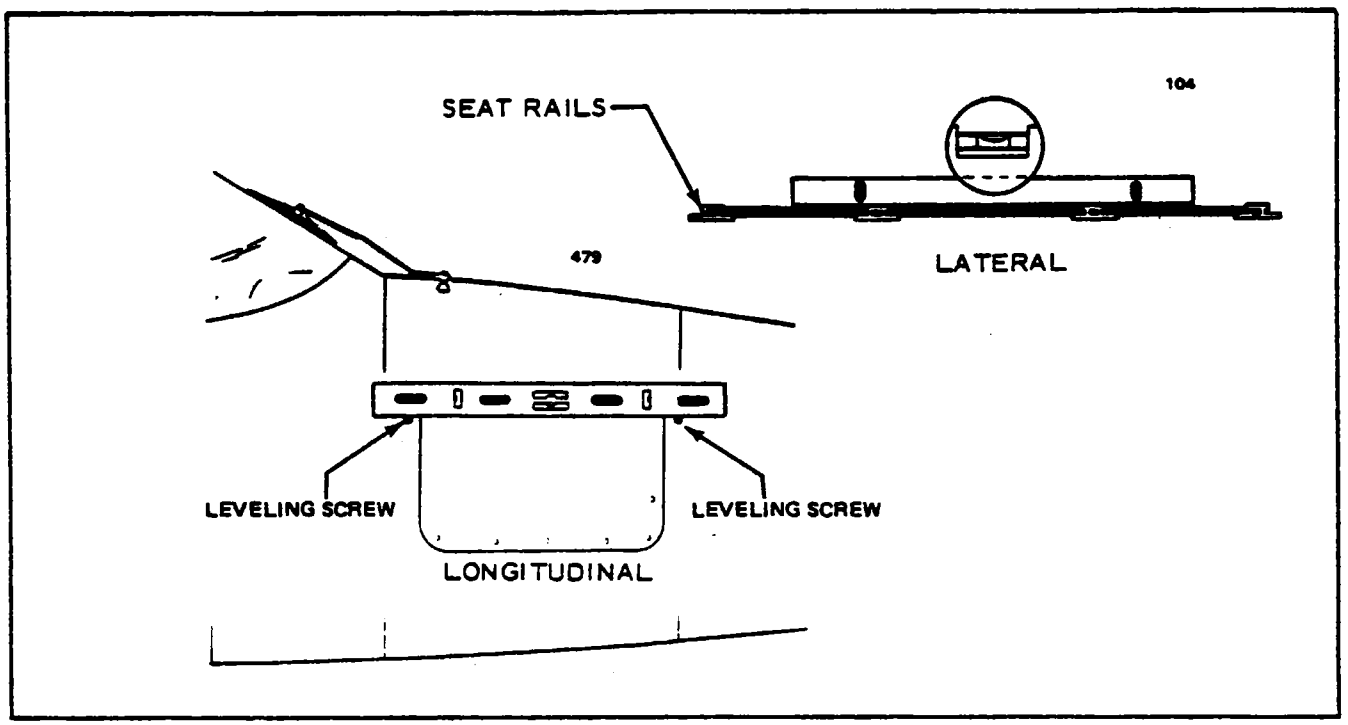

Figure 2-9. Leveling Longitudinally and Laterally
a. To longitudinally level the airplane, partially withdraw the two leveling screws located on the right side of the fuselage nose section at station 48.35 and 80.25. (Refer to Figure 2-9.) Place a spirit level on these screw heads and adjust the jacks until the bubble of the level is centered.
b. To laterally level the airplane, place a spirit level across the two center seat rails of the cabin (Refer to Figure 2-9) and deflate the tire on the high side of the airplane or adjust either jack until the bubble of the level is centered.